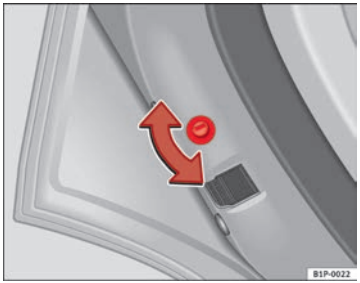
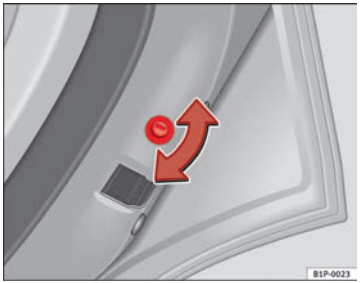

Fig. 61 Childproof lock on the left hand side door
Fig. 62 Childproof lock on the right hand side door
– With the door open, rotate the groove in the door using the ignition key, clockwise for the left hand side doors, and anticlockwise for the right hand side doors ⇒ Fig. 61 ⇒ Fig. 62.
– With the door open, rotate the groove in the door using the ignition key, clockwise for the right hand side doors, and anticlockwise for the left hand side doors ⇒ Fig. 61 ⇒ Fig. 62.